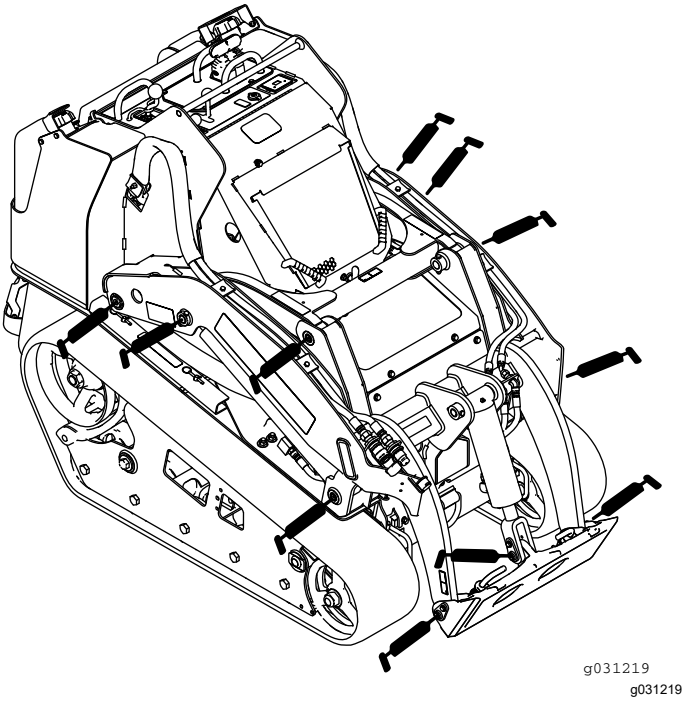
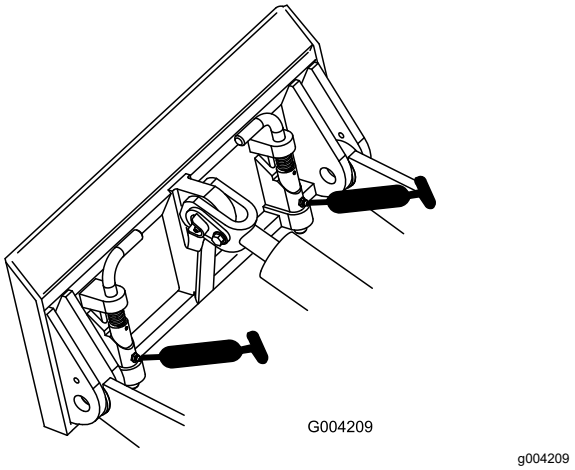
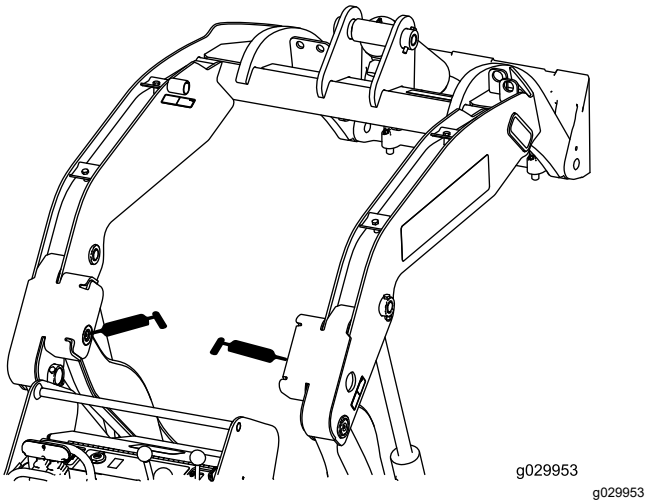

Figur 38
Figur 39
Figur 40
4. Sätt en fettspruta på varje koppling (Figur 38, Figur 39, och Figur 40).
Obs: Höj upp lastarmarna innan du smörjer in kopplingarna i Figur 40.